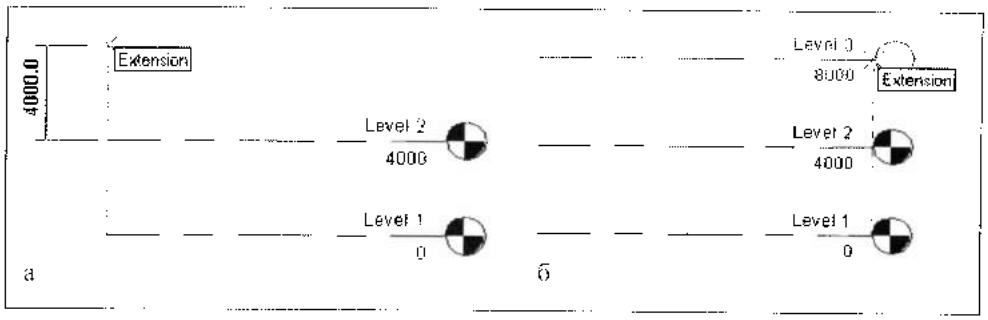

Рис. 7.2. *Рисование линии уровня с текущим заданием смещения*
4. Если в поле **Offset** было введено смещение, равное нулю (рис. 7.2), то следует выполнить следующие операции.